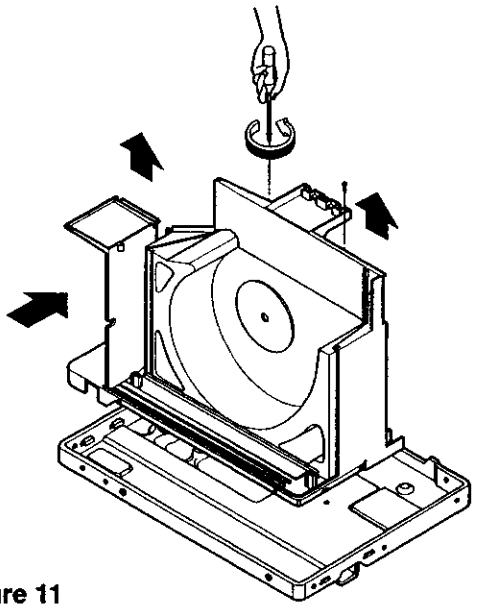

Figure 11
9. Remove 2 screws that secure the air guide to the base fan. (See Figure 11)
10. Push the air guide backward and lift it upward. (See Figure 11)